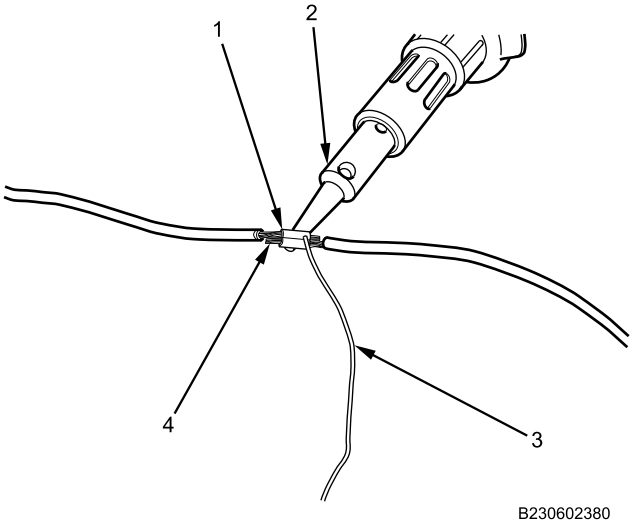

Figure 4. Soldering.
5. Heat splice (Figure 4, Item 1) with a soldering iron (Figure 4, Item 2) from below. Apply rosin core solder (Figure 4, Item 3) on top of splice until melted solder wicks into wire strands (Figure 4, Item 4). Do not disturb splice until solder is cool.